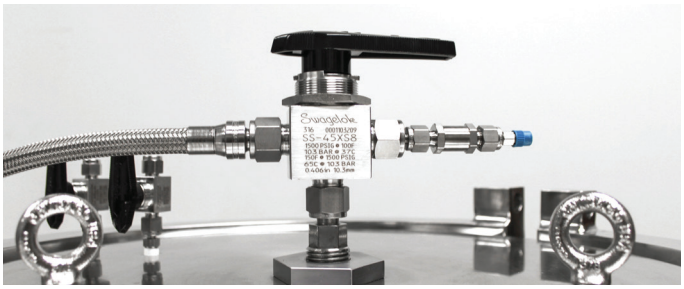

Figure 39. The three-way injection valve on the top head assembly with the handle pointing toward the solvent inlet tube.
1. Ensure that the pump valve (MV-08) on the control panel is closed (**O**) and the pump pressure gauge (PG-01) reads zero (0) bar/psig.
4. Confirm that the three-way injection valve handle (MV-02) on the top head assembly points toward the 1/2" stainless steel overbraided solvent inlet tube connected to the solvent pump (P-01); see Figure 39.
3. Confirm that the three-way injection valve handle (MV-02) on the top head assembly points toward the 1/2" stainless steel overbraided solvent inlet tube connected to the solvent pump (P-01); see Figure 39.
8. Confirm that the three-way injection valve handle (MV-02) on the top head assembly points toward the 1/2" solvent inlet tube connected to the solvent pump (P-01); see Figure 39 on page 25.